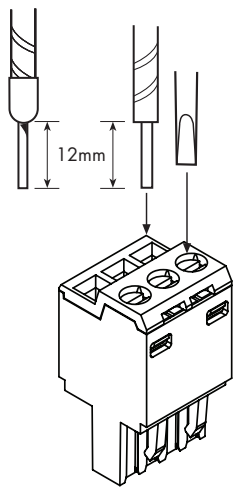

Figure 4.13: Wiring hazardous-area power output plugs
a) Trim insulation to suit bare or ferrule wire end (Figure 4.13)